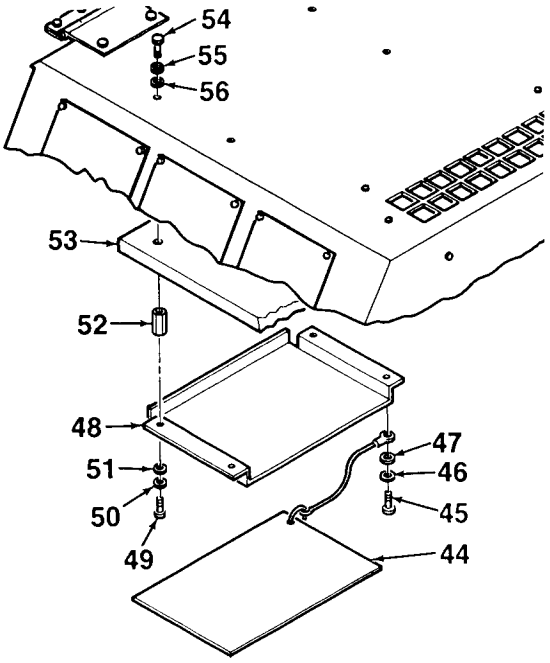

Figure 4-37. Main Access Cover (Sheet 3 of 5)
1. Install four spacers (52, Figure 4-37) onto underside of main access cover (1) using screws (54), lockwashers (55), and washers (56).
2. Install insulation (53) and document tray (48) over four spacers (52). Secure using three screws (49), lockwashers (50), and washers (51).
3. Secure laminated cards (44) to document tray (48) using screw (45), lockwasher (46), and washer (47).